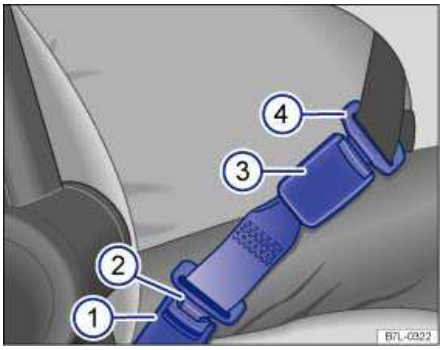

Fig. 58 A safety belt extender properly attached to the factory-installed safety belt.
Key to fig. 58:
- Insert the buckle tongue on the safety belt extender ⇒ fig. 58 (2) into the vehicle belt buckle for the seat where the safety belt extender is being used (1).